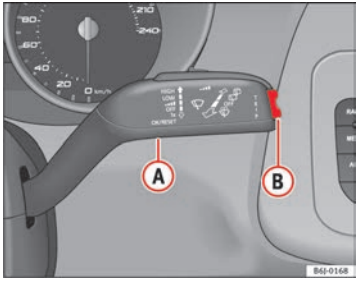

Fig. 31 Palanca del limpiacristales: tecla A y tecla basculante B
– Con el encendido conectado, pulse brevemente la tecla ⇒ fig. 31 (A) de la palanca del limpiacristales para cambiar de una memoria a otra.